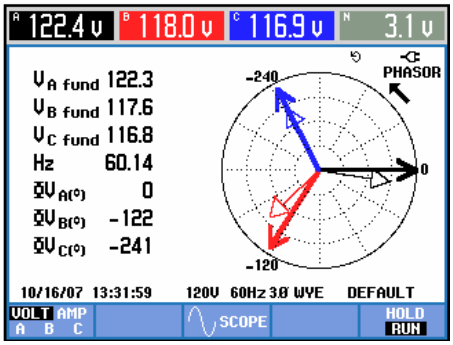

Figura 6-3. Diagramma vettoriale dell'analizzatore collegato correttamente
Le visualizzazioni Fasore e Forma d'onda oscilloscopio sono utili per controllare se i cavi di tensione e le pinze amperometriche sono collegati correttamente. Nel diagramma vettoriale, le correnti e le tensioni di fase L1 (A), L2 (B) e L3 (C) dovrebbero apparire in sequenza se osservate in senso orario, come mostrato nell'esempio della Figura 6-3. Questo tipo di diagramma vettoriale viene visualizzato dopo il ripristino delle impostazioni di fabbrica dell'analizzatore, come descritto a pagina 4-5.